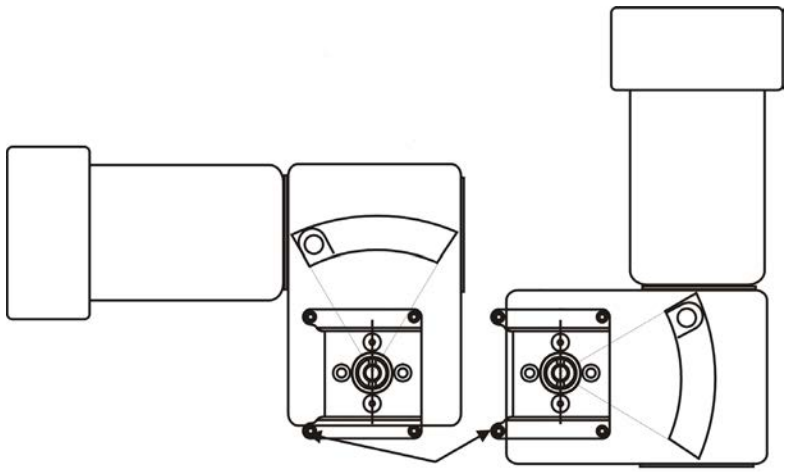
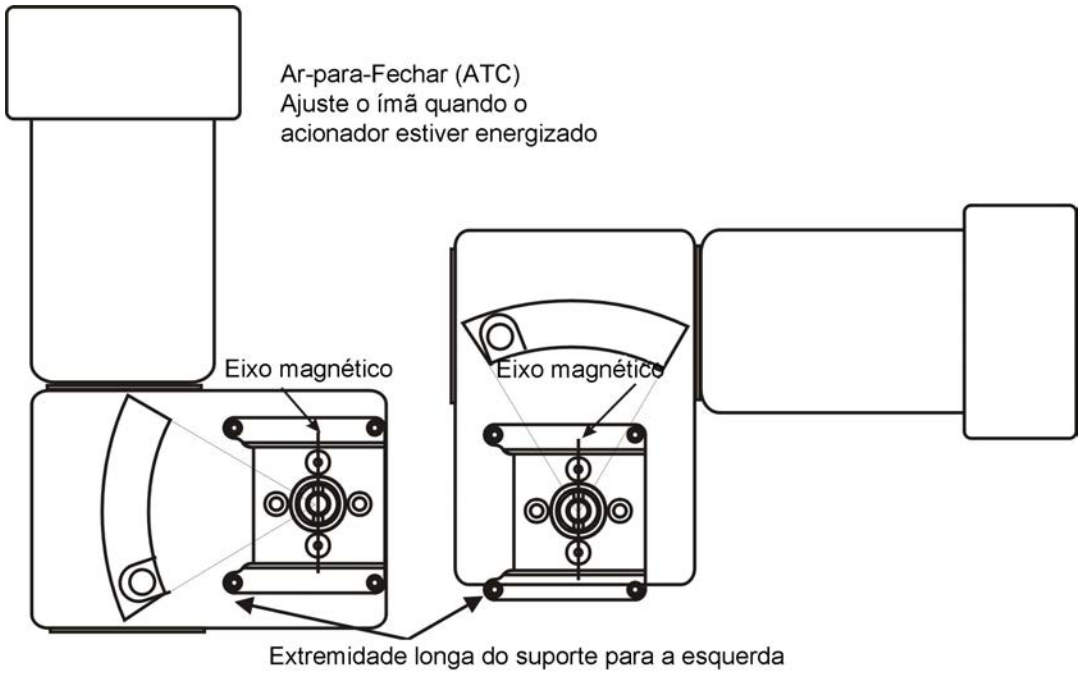

Figura 11 - Montagem da Camflex ATO (vista frontal)
Figura 12 - Suporte de montagem no atuador ar-para-fechar
1. Fixe o suporte de montagem rotativo SVI II AP ao atuador da válvula usando 2 (dois) parafusos de cabeça plana de 5/16 - 18 UNC. Monte o SVI II AP conforme mostrado na *Figura 11* na página 41, ATO ou na *Figura 12* na página 41, ATC. Na posição de montagem ideal, a extremidade comprida do suporte de montagem se encontra à sua esquerda quando você está de frente para o atuador, para qualquer posição da válvula e do atuador.
6. Gire o suporte do ímã de forma que o eixo do ímã fique vertical quando a válvula estiver na posição fechada. Consulte a *Figura 11* e a *Figura 12*.